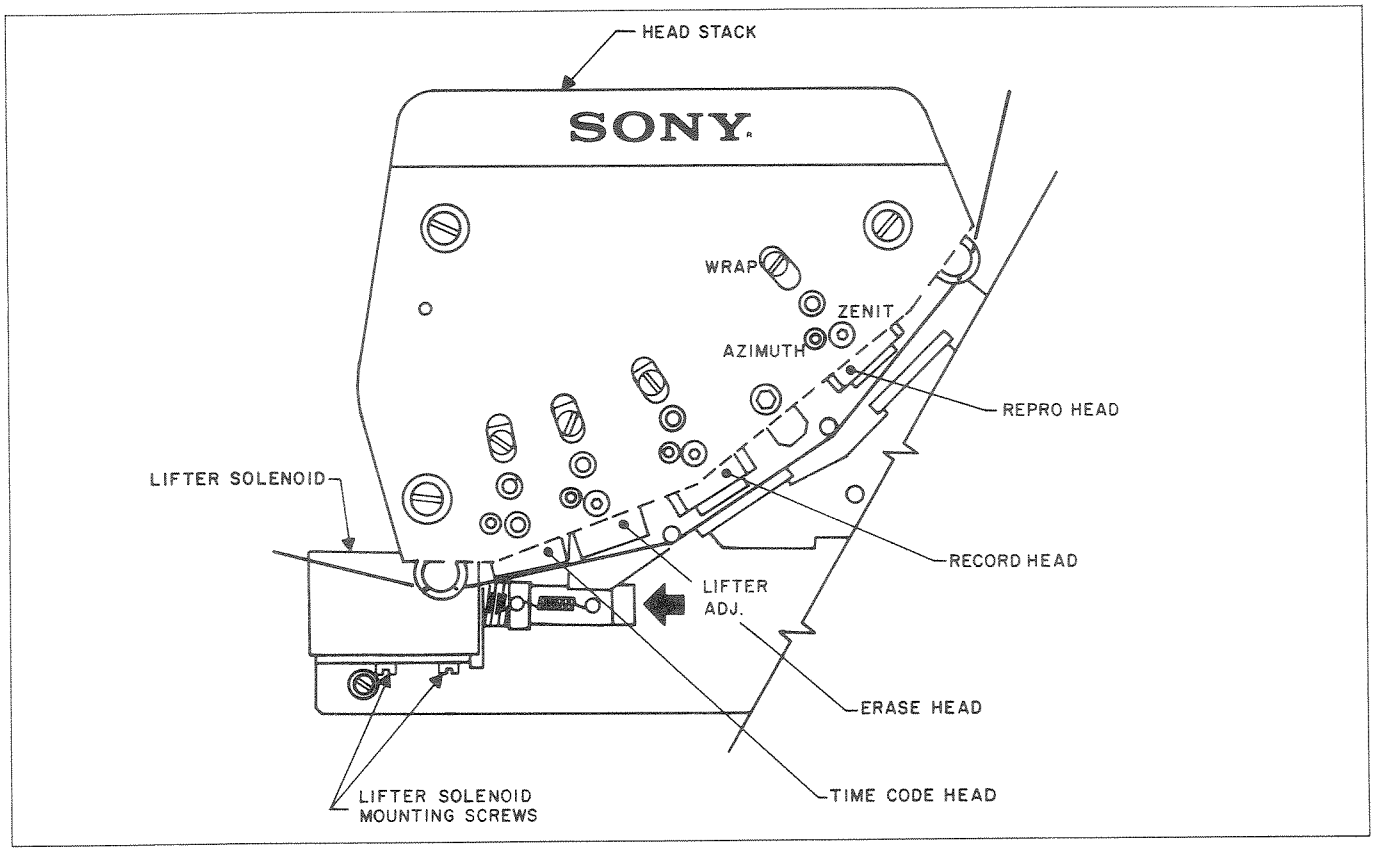

Figure 4-2. Tape Lifter Adjustment
STEP 5 Loosen the tape lifter solenoid mounting screws (Figure 4-2.) and position the solenoid so that the tape is in contact with the Time Code head, but not touching the erase, record or repro heads.